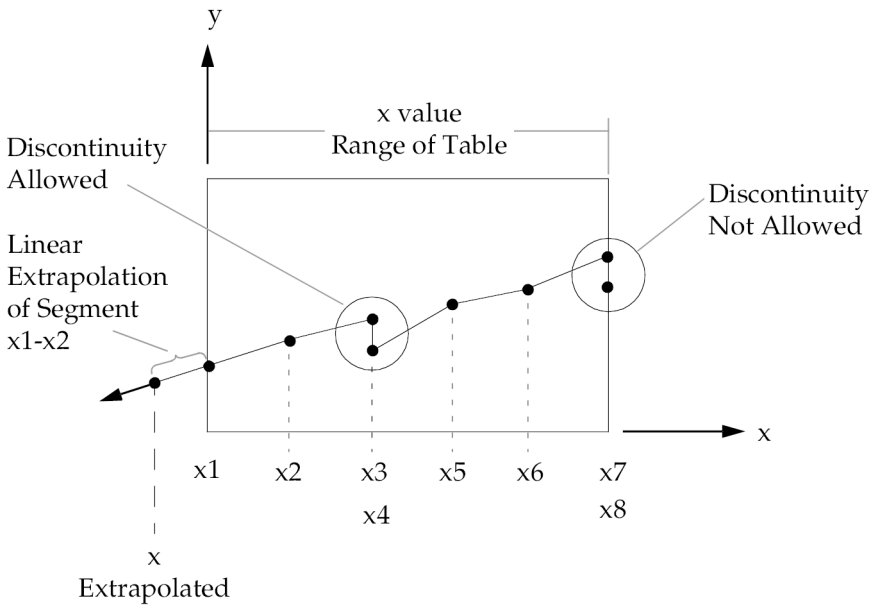

Figure 18-3. Example of Table Extrapolation and Discontinuity
2. Discontinuities may be specified between any two points except the two starting points or two end points. For example, in Figure 18-3 discontinuities are allowed only between points x2 and x7. Also if y is evaluated at a discontinuity, then the average value of y is used. In Figure 18-3, the value of y at x = x3 is $y = (y3+y4) / 2$.
The table lookup is performed using linear interpolation within the table and, when EXTRAP = 0, linear extrapolation outside the table using the two starting or end points. See Figure 18-3. No warning messages are issued if table data is input incorrectly.